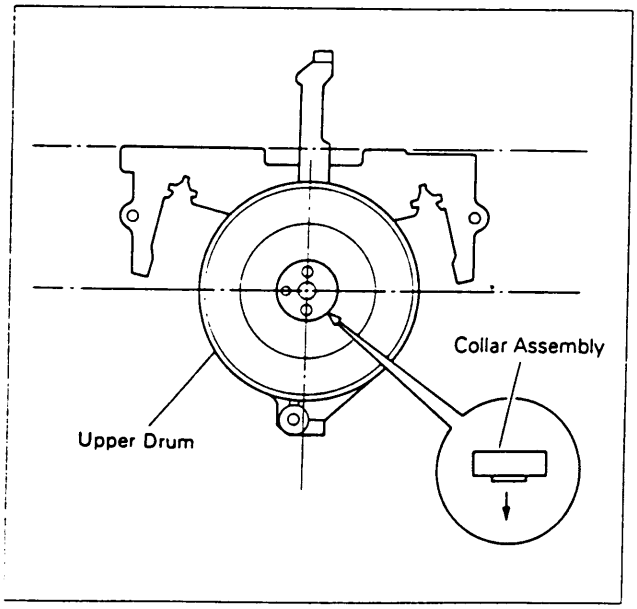

Fig. 2-4-7
3) Note the top and bottom of the Collar Assembly and determine the position as indicated in Fig. 2-4-7.